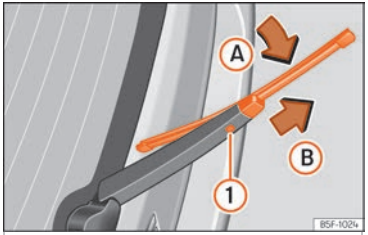

Fig. 42 Remplacement du balai d'essuie-glace arrière.
- Faites pivoter légèrement le balai d'essuie-glace ››› fig. 42 (flèche (A)).
- Maintenez la touche de déverrouillage (1) enfoncée et tirez en même temps sur le balai dans le sens indiqué par la flèche (B).
- Insérez sur le bras d'essuie-glace arrière un balai d'essuie-glace neuf **de même longueur et de même type** dans le sens contraire de la flèche (B) et jusqu'à ce que la touche (1) s'encastre.